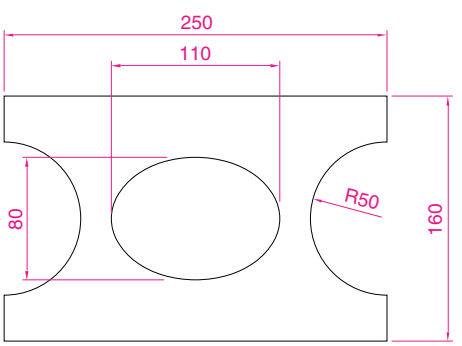

Fig. 13.47 Exercise 7
7. Working to the dimensions given in Fig. 13.47, construct an extrusion of the plate to a height of **5** units.